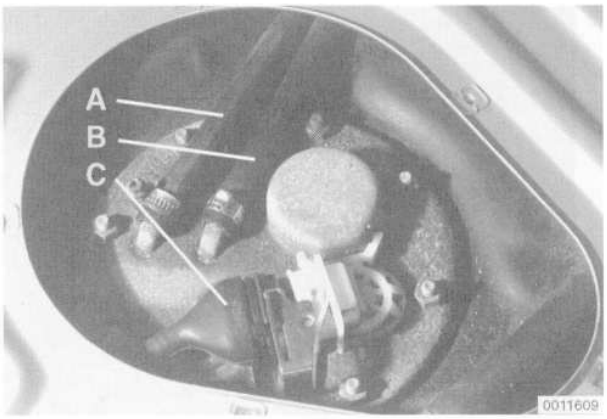

Fig. 2. Fuel pump/fuel level sender assembly in top of fuel tank. Disconnect supply hose (**A**), return hose (**B**) and harness connector (**C**).
4. Label and then remove the two hoses and the harness connector from the fuel pump/level sender assembly. See Fig. 2.